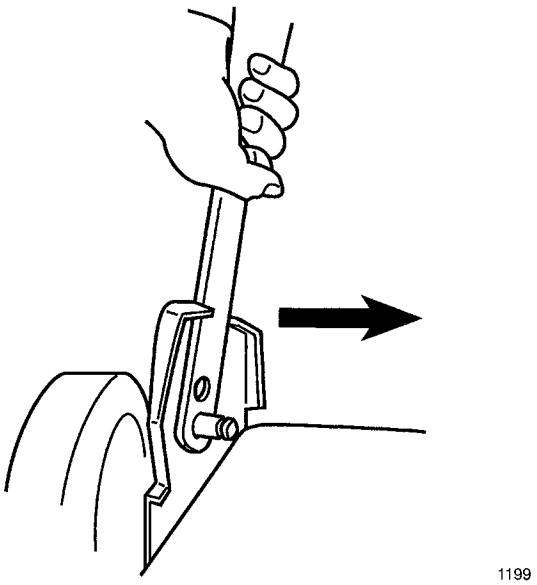

Figure 40
1. Push in right bottom handle section until handle slides past stops of handle brackets (Fig. 40).